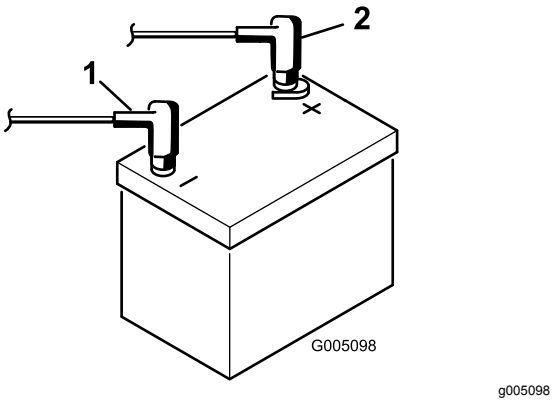

Figur 8
9. Anslut den röda pluskabeln till plusanslutningen (+) och den svarta minuskabeln till minusanslutningen (–) på batteriet, och fäst kablarna med bultar och muttrar (Figur 8).